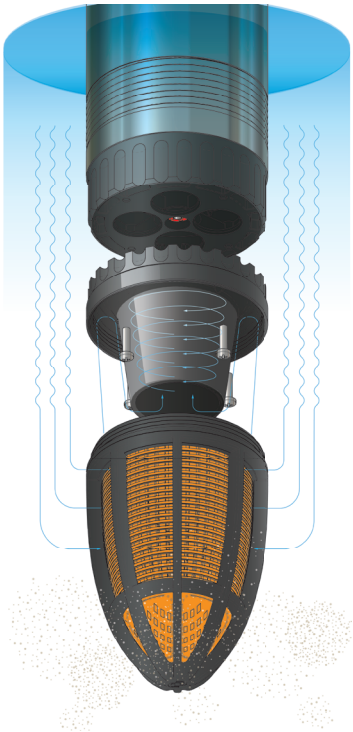

Рисунок 3
- Водозабор происходит в нижней части насоса через съемный сетчатый водозаборный фильтр (рисунок 3). Фильтр состоит из двух частей – адаптера и фильтрующей сетки, соединенных резьбой. Он снижает риск попадания в насос посторонних предметов, предотвращает всасывание грязи